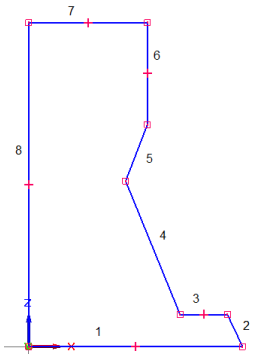

Figure 3-47 *Profile for the revolved model*
d. Draw the required profile by using the **Line** tool, refer to Figure 3-47.
4. Complete the sketch of the revolved model by drawing the remaining lines by taking the reference of the first line, refer to Figure 3-47. The lines in this sketch have been numbered for your reference.